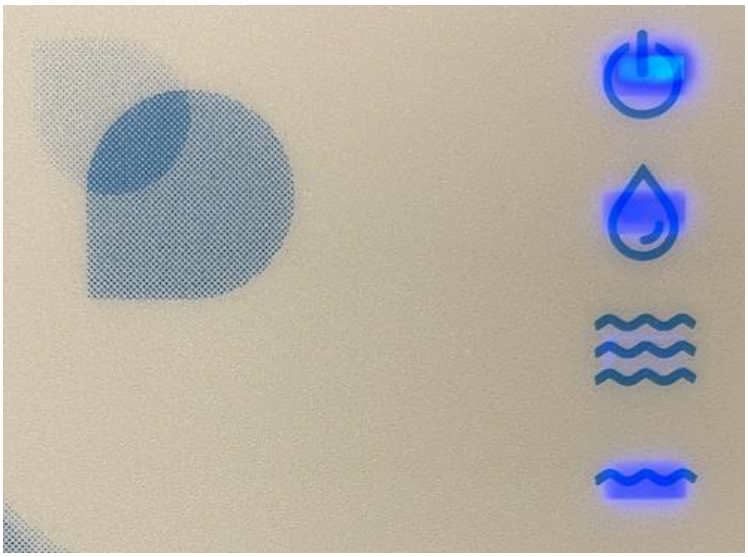

Figura 2 – Estado Ligado Nível Mínimo e Enchimento
ii. **Nível Baixo** – o nível é considerado baixo quando a água estiver abaixo da sonda MIN. Nesta situação a bomba de circulação é inibida e acionada a electroválvula (EV) para encher a piscina. No ecrã aparece o sinal de nível baixo e a indicação de enchimento (figura 2). Quando o nível de água atingir a sonda NORMAL, a electroválvula pára e a bomba de circulação é desinibida.